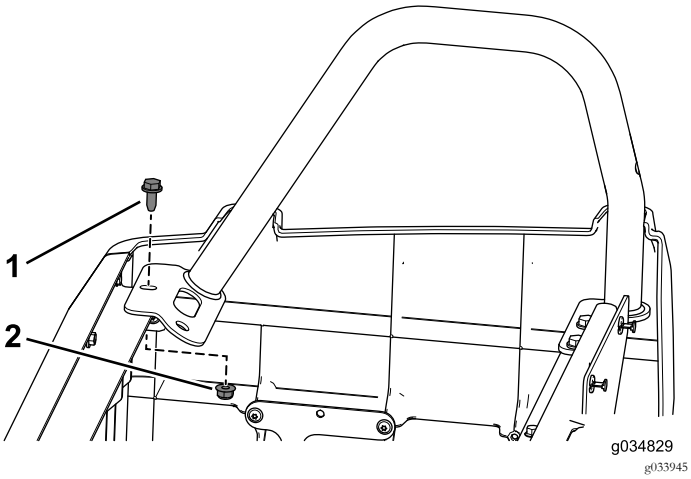

Figur 50
1. Brug flangebolten (3/16 x 3/4 tomme) og flangemøtrikken, som du fjernede tidligere, til at fastgøre bageste højre hoftestøtte til den bageste sædesokkel (Figur 50).